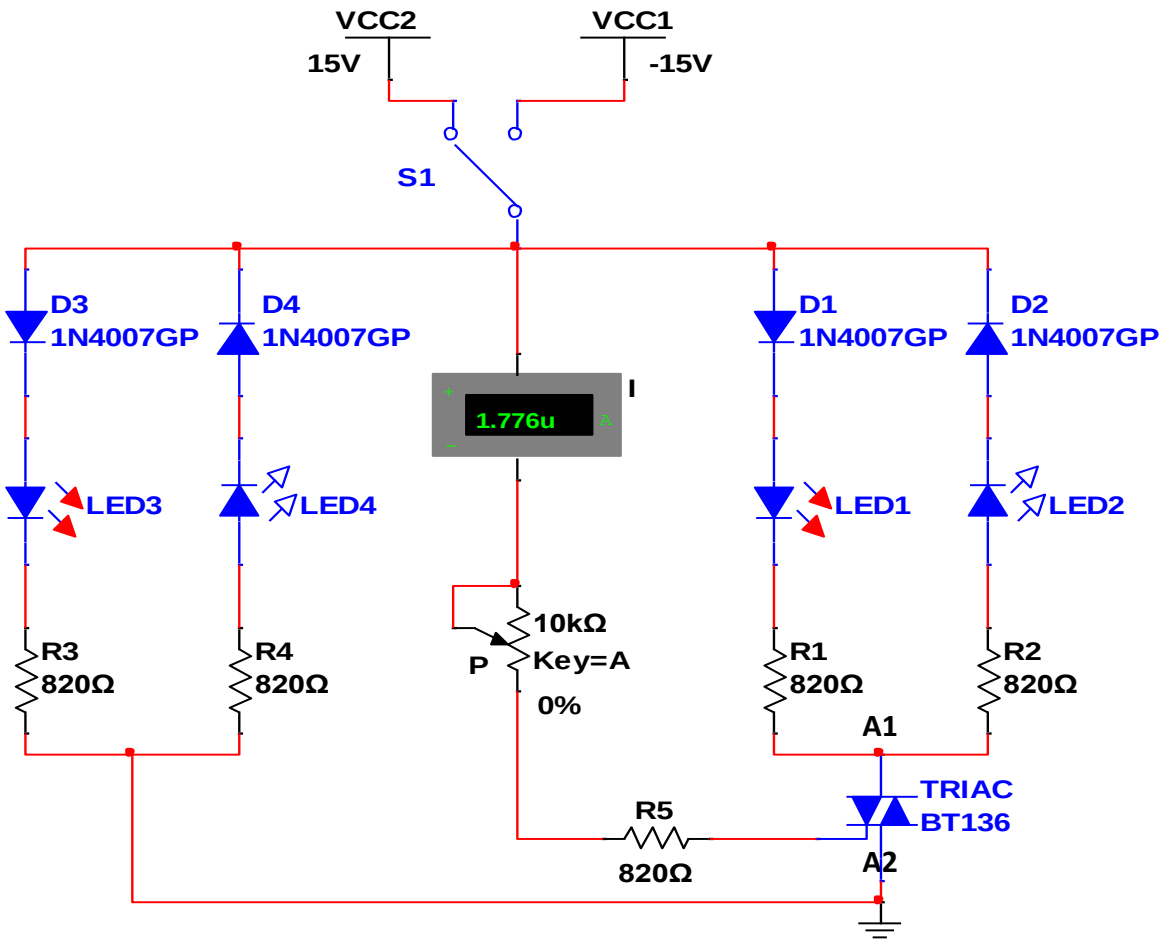

Figura 9.12 Circuit de verificare a triacului. Triacul conduce de la A1 la A2.
1. Se realizează cu simulatorul schema electronică din **figura 9.12**;
2. Se realizează practic, pe placa de lucru, montajul din **figura 9.12**;
3. Se fixează comutatorul **K** este pe poziţia **+15 V** și se observă că luminează **LED 1** şi **LED 3 (led-urile roşii)**. Grila **G** este pozitivă faţă de **A2** şi triacul conduce de la **A1** la **A2** (**figura 9.12**);